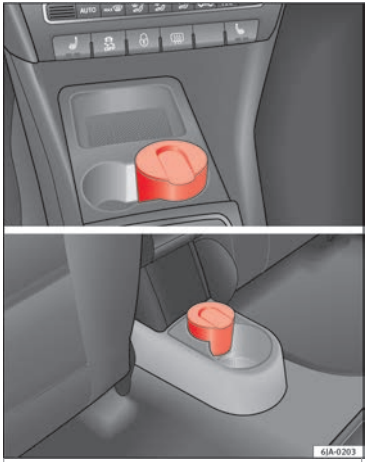

Fig. 70 Centre console: front ashtray/rear ashtray.
– Pull the ashtray ››› **Fig. 70** upwards to remove.